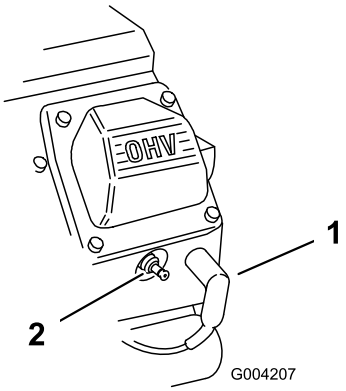

Figur 49
2. Træk ledningerne af tændrørene (Figur 49).
3. Sæt ledningerne på tændrørene (Figur 49).